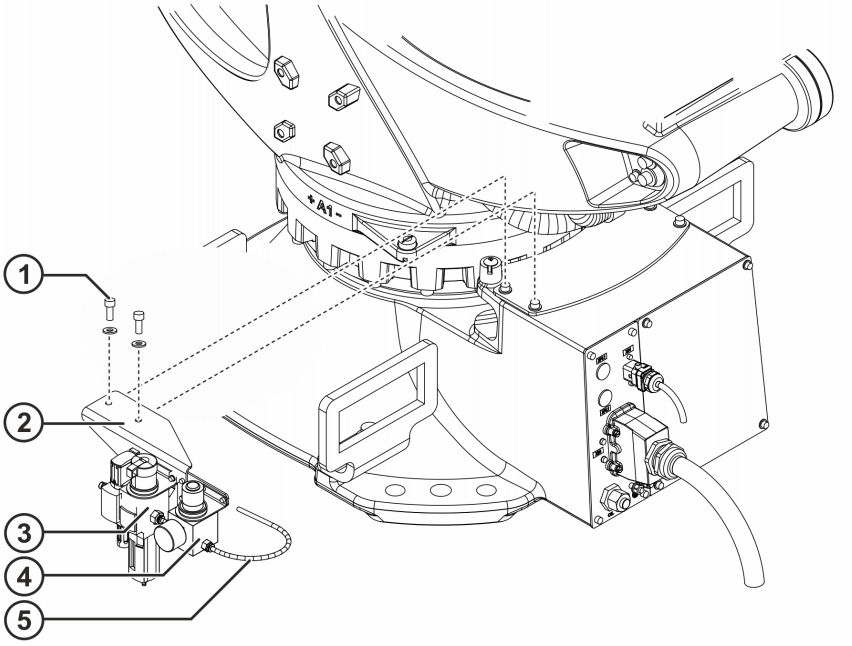

Fig. 11-8: Installing PURGE option C
1. Unscrew the 2 left-hand M8x20-8.8 Allen screws from the cover plate (>>> *Fig. 11-8*).